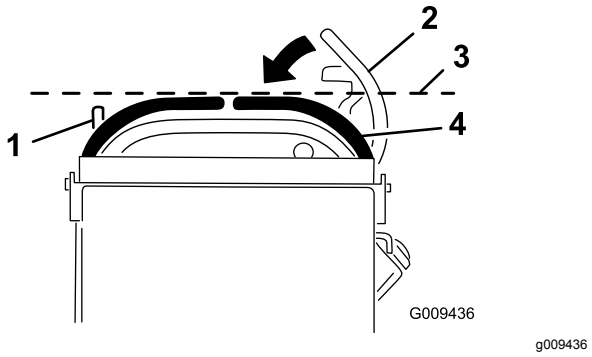

Figur 67
3. Skub højre bevægelseshåndtag ned og ud af den NEUTRALE LÅSEPOSITION (Figur 67).
4. Kontroller, at det højre bevægelseshåndtag flugter vandret med venstre bevægelseshåndtag (Figur 67).